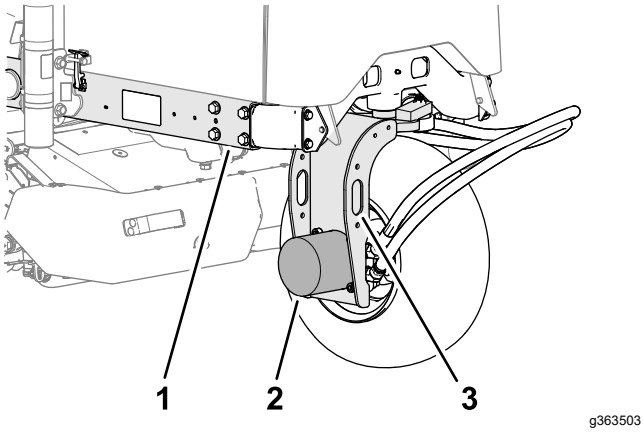

Rysunek 54
2. Zamocuj wyciąg do ucha przy widelcu tylnego koła (Rysunek 54).